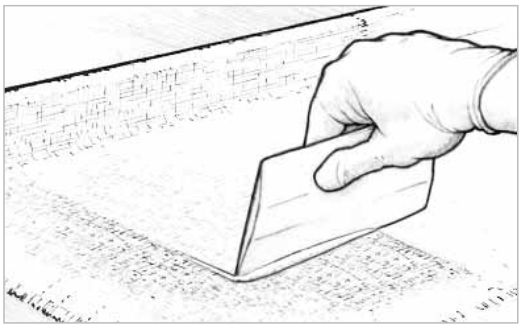

Figure 5-18 *Squeegee away excess epoxy before the first batch begins to gel.*
7. Squeegee away excess epoxy before the first batch begins to gel *(Figure 5-18)*. Drag the spreader over the fabric, using even-pressured, overlapping strokes. Use enough pressure to remove excess epoxy that would allow the cloth to float off the surface, but not enough pressure to create dry spots. Excess epoxy appears as a shiny area, while a properly wet-out surface appears evenly transparent, with a smooth, cloth texture. Later coats of epoxy will fill the weave of the cloth.